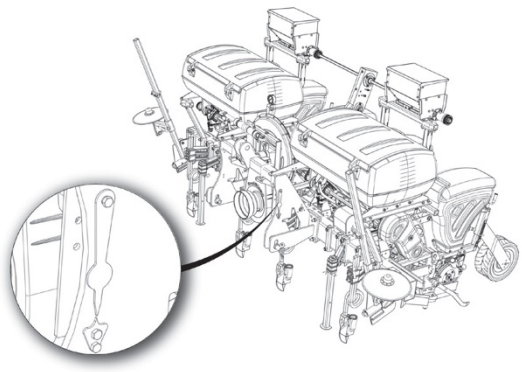

Rysunek 10
• Podczas ustawiania pozycji siewnika za pomocą pośredniego ramienia zaczepu ciągnika, siewnik można ustawić w pełni stabilnej pozycji za pomocą wskaźnika umieszczonego na ramię podnoszącej siewnika (Rysunek 10).